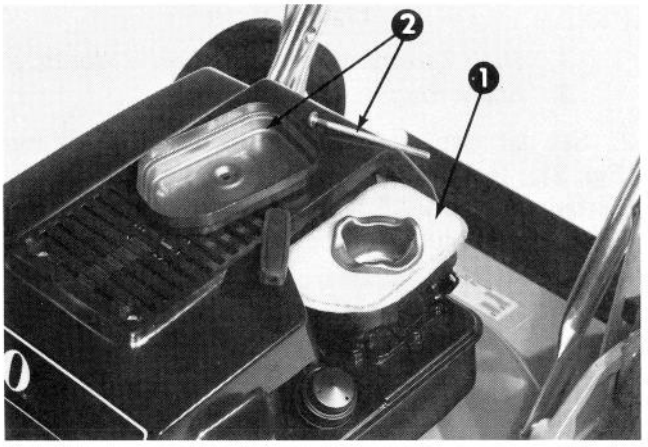

Figure 19
2. Inspect the air cleaner element (Fig. 19). If necessary remove and clean (Fig. 19).
D. Place element and spacer into air cleaner body (Fig. 19). Assure narrow edge of spacer is parallel with side of air cleaner body.
3. Replace cover and screw. (Fig. 19)